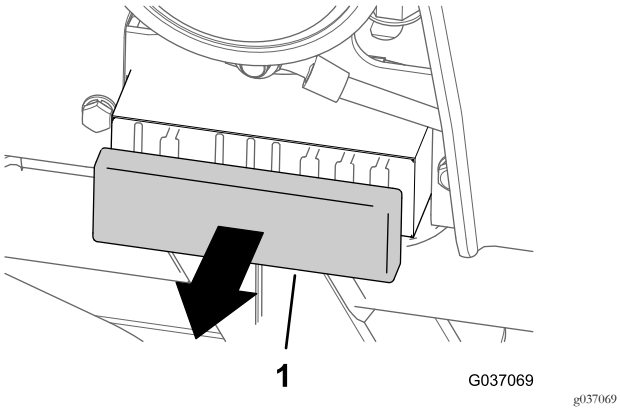

Rysunek 36
1. Zdejmij pokrywę bloku bezpieczników (Rysunek 36).
3. Załóż pokrywę na blok bezpieczników (Rysunek 36).